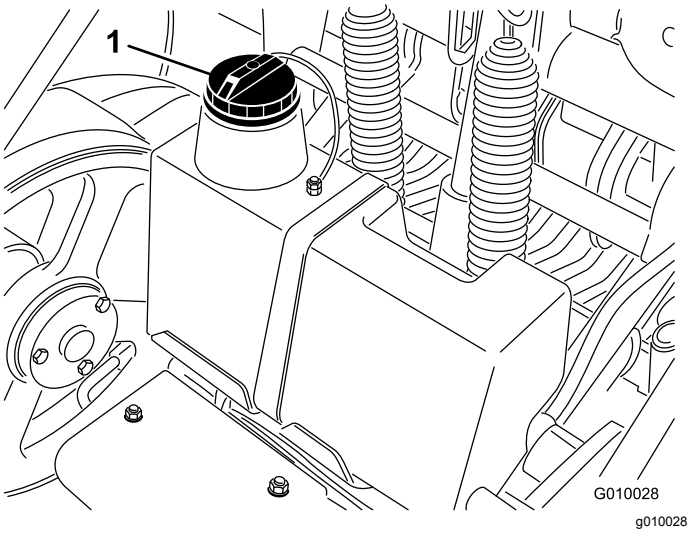

Figuur 61
3. Reinig het gebied rond de vulbuis en de dop van de hydraulische tank (Figuur 61). Verwijder de dop van de vulbuis.